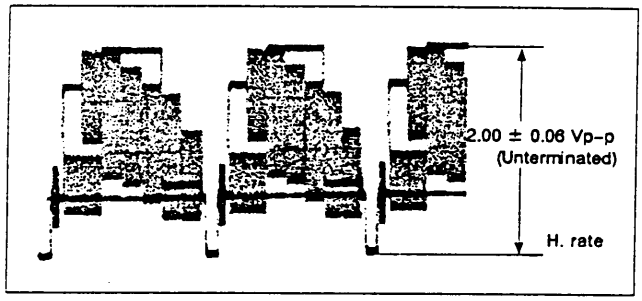

Fig. 3-1-10 Carrier & deviation
6) If necessary, replace R29 with the variable chip resistor NVP1301-103N and adjust it for 2.00 ± 0.06 Vp-p, as in Fig. 3-1-10.